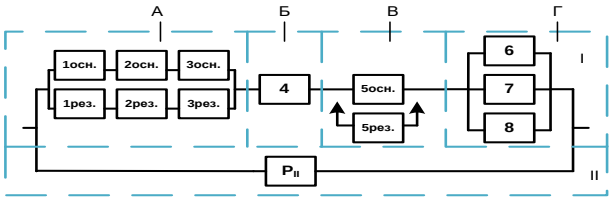

Рис. 10 - Структурная схема для расчета надежности системы к задаче 23
23. Структурная схема для расчета надежности системы представлена на рис. 10. Время безотказной работы всех элементов системы подчинено экспоненциальному закону распределения. Известны вероятности безотказной работы всех элементов системы: